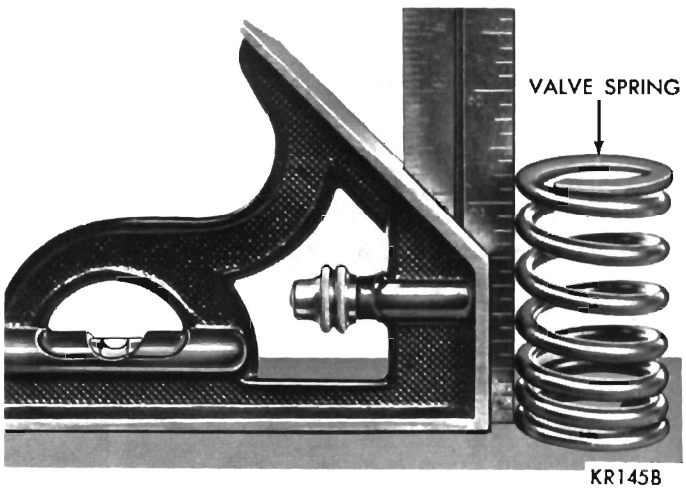

Fig. 18—Checking Valve Spring Squareness
(2) Inspect each valve spring for squareness with a steel square and surface plate, test springs from both ends (Fig. 18).